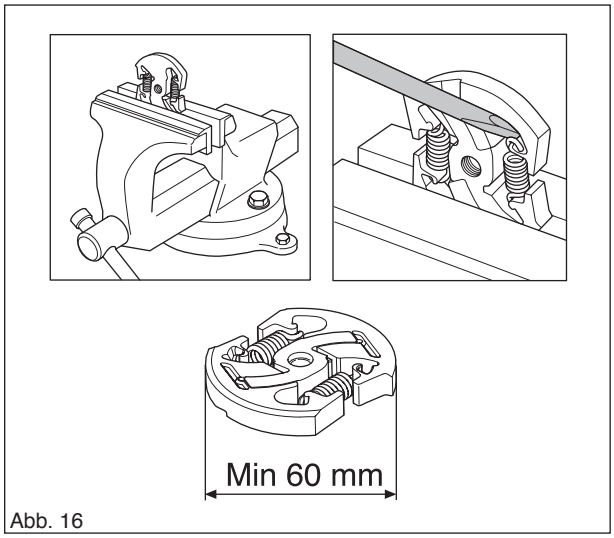

Abb. 16
Kupplung wie in der Abbildung dargestellt befestigen. Kupplungsfedern (C) vorsichtig lösen. (Siehe Abb. 16.)
- Die Stärke der Kupplungsbacken überprüfen, dazu mit einer Schieblehre über die gesamte Kupplungsmitte messen. Werden weniger als 60 mm gemessen, muss die gesamte Kupplung ausgetauscht werden. (Siehe Abb. 16.)